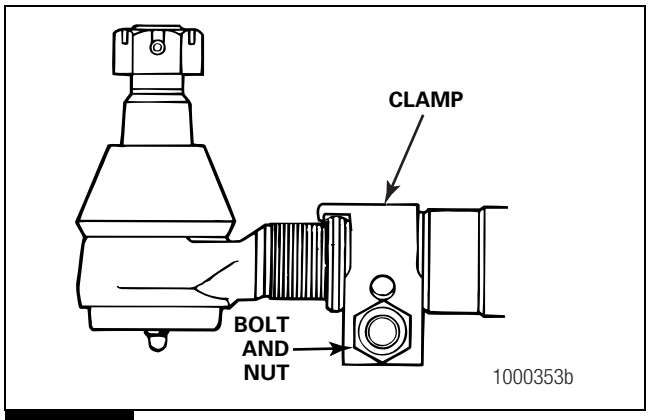

Figure 4.13
B. Remove the bolts and nuts from the clamp on the cross tube. Rotate the cross tube clamp to remove the nuts and bolts from the clamp. Figure 4.13.